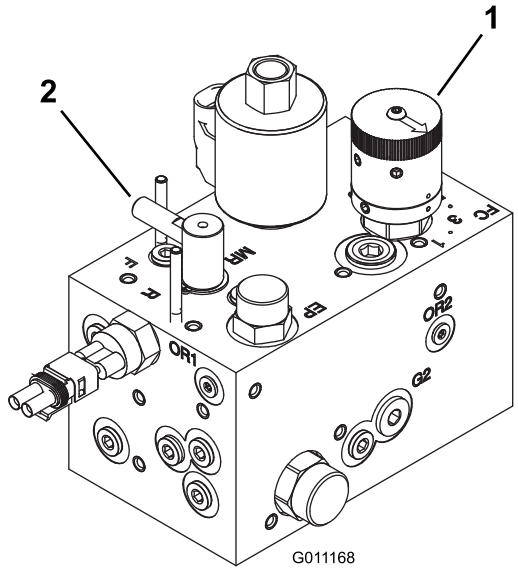

Figur 47
2. Vrid cylinderns hastighetsreglage (Figur 47) till den nummerinställning som fastställts i steg 1.